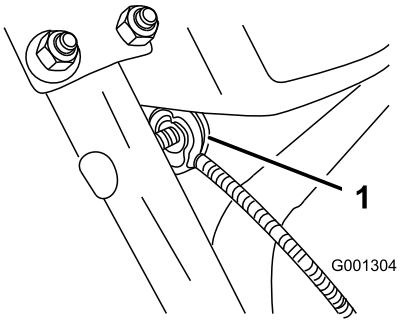

Figur 8
3. Fjern møtrikken og skiven fra håndtaget, fastgør kablets kabelklemme til håndtaget, monter skiven og møtrikken, og spænd møtrikken med fingrene (Figur 8).